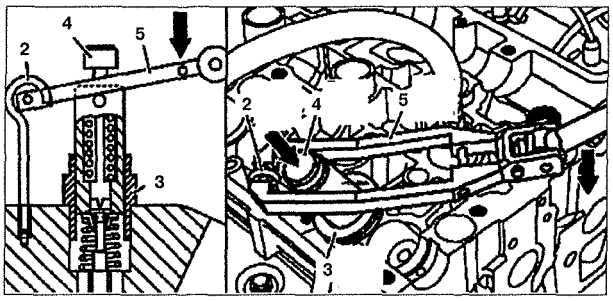

Рис. 2.39. Надавите направляющее устройство 5 вниз до полной остановки (стрелка).
5. Надавите направляющее устройство **5** вниз до полной остановки (**стрелка**) (см.рис.2.39). После этого надавите пальцем на рифленый болт патрона **4** (**стрелка**). Направляющее устройство **5** должно быть установлено вертикально (по возможности) на патроне **4** во избежание заклинивания патрона **4**.